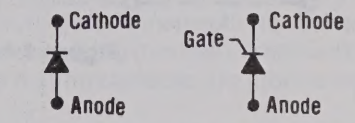

Figure 4.3 SCR/Rectifier Blocking Voltage Test Circuit
4. SCR/Rectifier blocking voltage test circuit (see Figure 4.3)
SCR/Rectifier Blocking Voltage Test Circuit—The following test circuit (Figure 4.3) describes a simple blocking voltage tester that is capable of testing devices up to 1800 volts and can be built for about $100.00. The